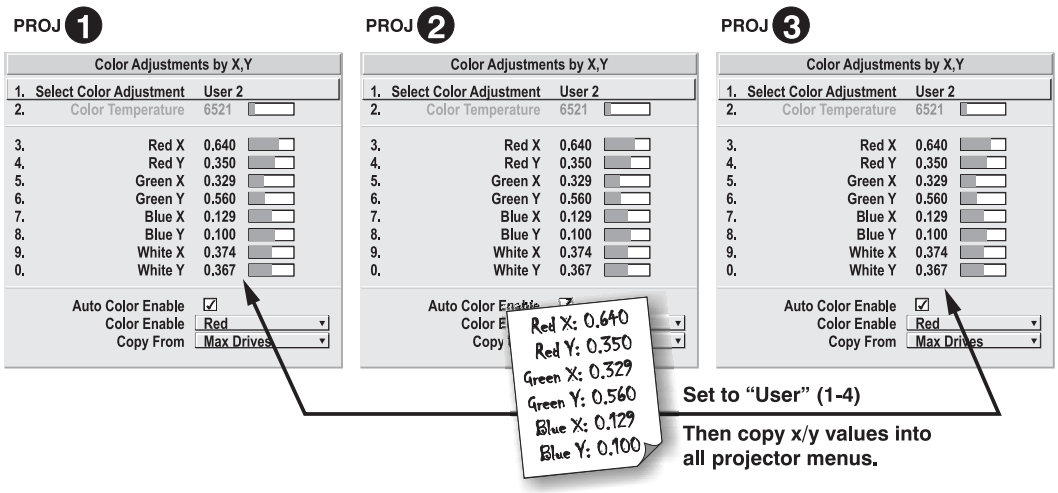

Figure 3.32. Copy X/Y Values into All Projectors
5. In each projector, select a "User" color adjustment (1-4) to enable *Color Adjustments by X,Y* changes. Then enter your recorded x/y values into each menu (Figure 3.32).